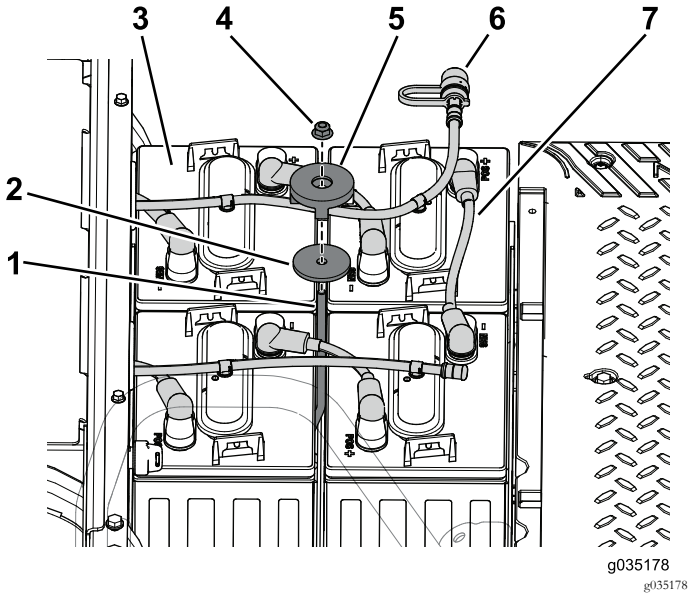

Figura 56
1. Retire la tuerca con arandela prensada, la pieza de sujeción de la batería y la arandela que sujetan las baterías a la bandeja de baterías (Figura 56).
2. Desconecte la manguera de agua de las baterías de la bandeja de baterías delantera (Figura 56).